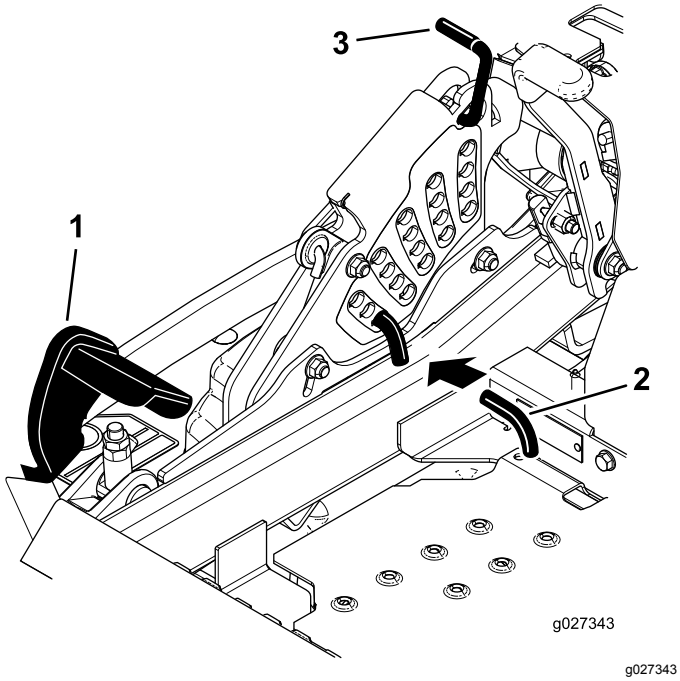

Figura 95
5. Empuje el pedal de elevación de la carcasa hacia delante del todo y hasta que la carcasa se enganche en la posición de transporte de 14 cm (Figura 95).